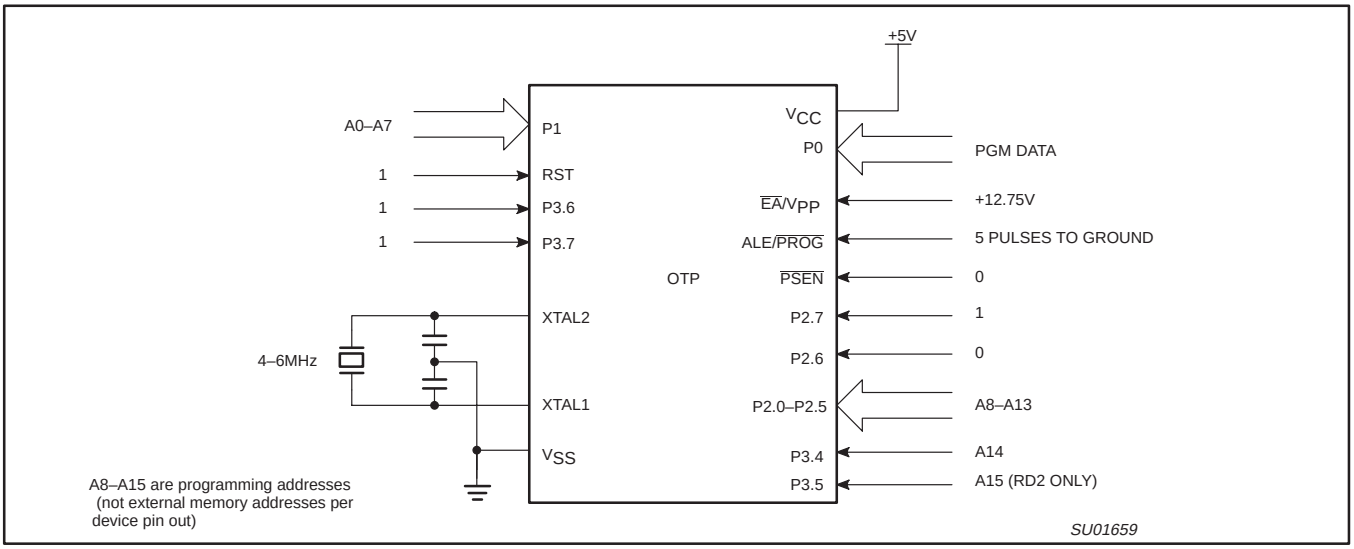
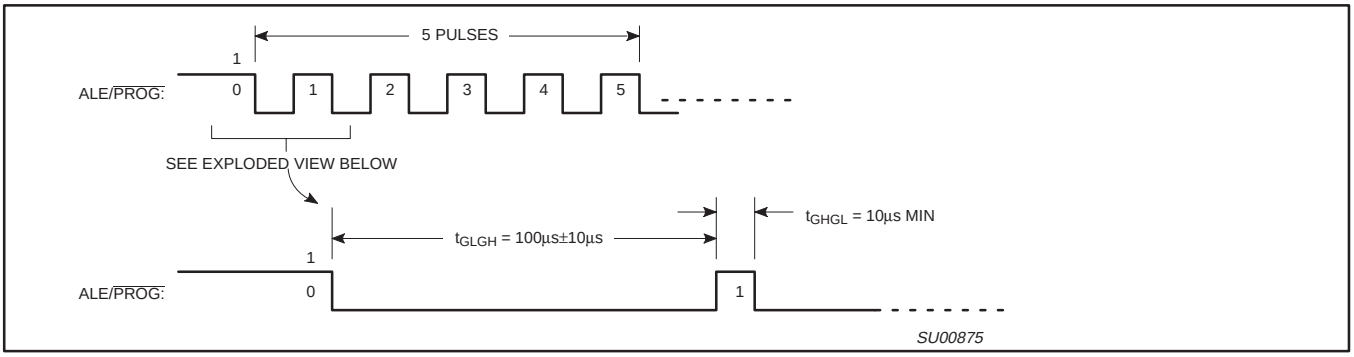
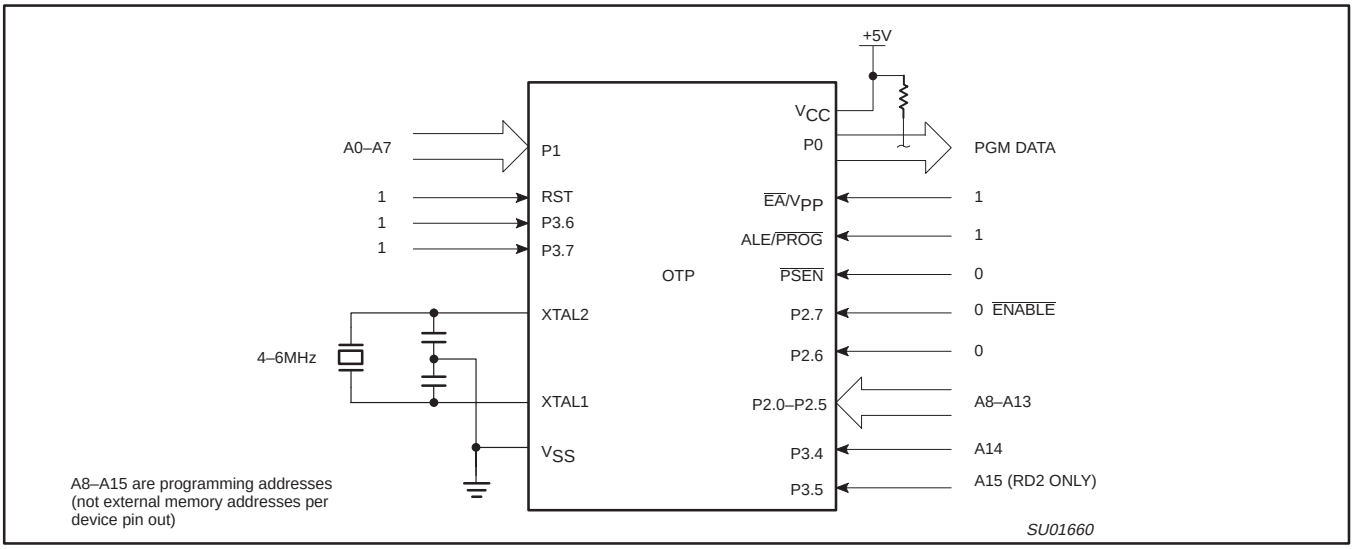

Figure 47. Programming Configuration
Figure 48. $\overline{\text{PROG}}$ Waveform
Figure 49. Program Verification
Table 8 shows the logic levels for reading the signature byte, and for programming the program memory, the encryption table, and the security bits. The circuit configuration and waveforms for quick-pulse programming are shown in Figures 47 and 48. Figure 49 shows the circuit configuration for normal program memory verification.
The setup for microcontroller quick-pulse programming is shown in Figure 47. Note that the device is running with a 4 to 6MHz oscillator. The reason the oscillator needs to be running is that the device is executing internal address and program data transfers.
The address of the EPROM location to be programmed is applied to ports 1 and 2, as shown in Figure 47. The code byte to be programmed into that location is applied to port 0. RST, $\overline{PSEN}$ and pins of ports 2 and 3 specified in Table 8 are held at the 'Program Code Data' levels indicated in Table 8. The ALE/$\overline{PROG}$ is pulsed low 5 times as shown in Figure 48.
If security bits 2 and 3 have not been programmed, the on-chip program memory can be read out for program verification. The address of the program memory locations to be read is applied to ports 1 and 2 as shown in Figure 49. The other pins are held at the 'Verify Code Data' levels indicated in Table 8. The contents of the address location will be emitted on port 0. External pull-ups are required on port 0 for this operation.
* FOR PROGRAMMING CONFIGURATION SEE FIGURE 47.
FOR VERIFICATION CONDITIONS SEE FIGURE 49.